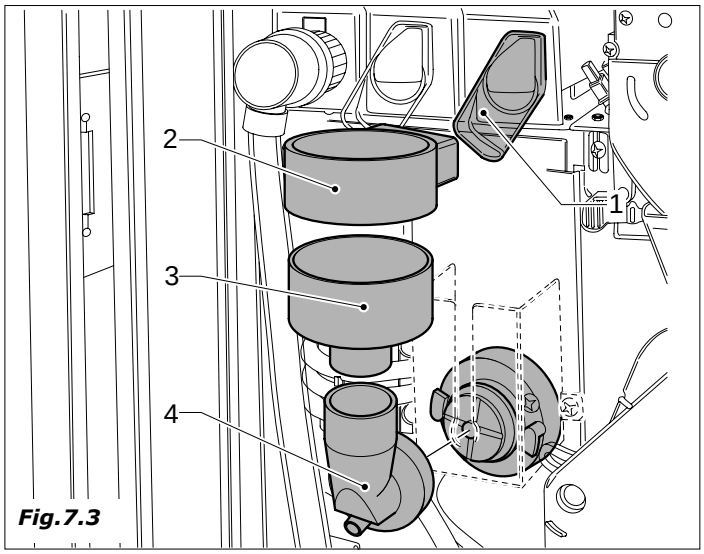

Fig.7.3
– canais e tubos de escorregamento pós *(Fig.7.3-pos.1)*
– canal água (2), camara miscelação (3) e ventainha de misturagem (4)